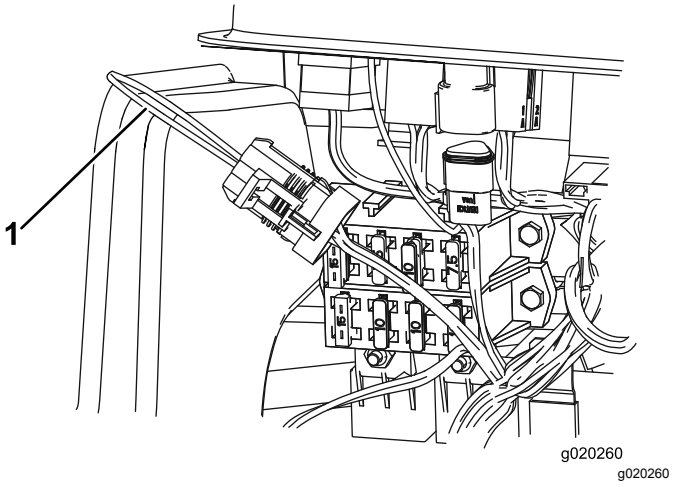

Figur 41
3. Lokalisera kablaget och loopbackanslutningen (Figur 41).